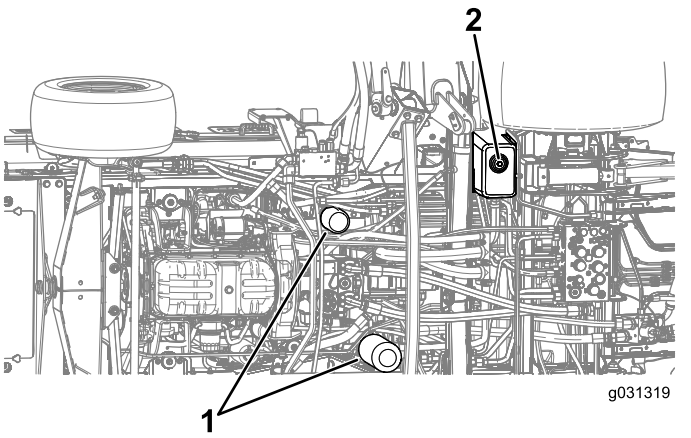

Figuur 134
4. Verwijder de aftapplug uit de bodem van de tank en laat de hydraulische vloeistof in de bak lopen (Figuur 134).
3. Plaats een opvangbak onder het filter en verwijder het filter (Figuur 134).